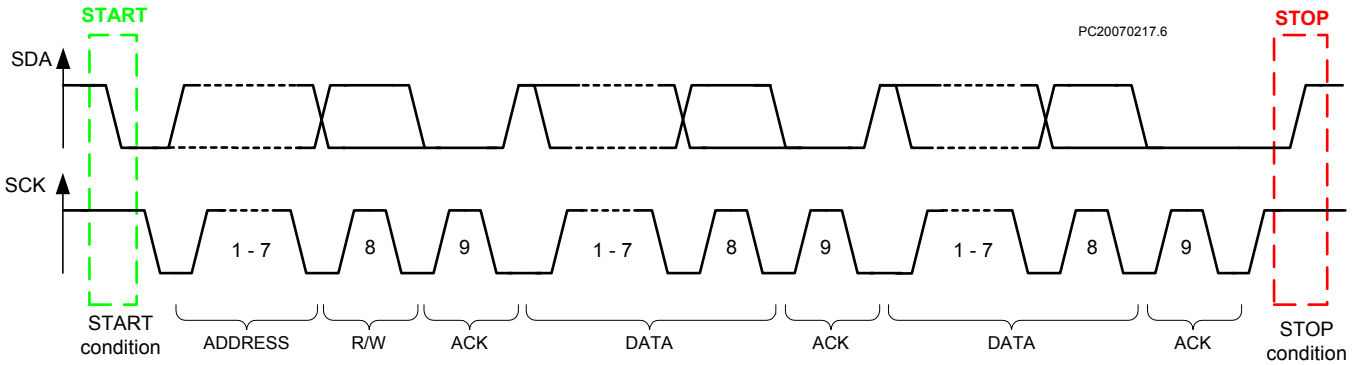

Figure 29: A Complete Data Transfer
Data transfers follow the format shown in Figure 29. After the START condition (S), a slave address is sent. This address is 7-bit long followed by an eighth bit which is a data direction bit (R/W) – a 'zero' indicates a transmission (WRITE), a 'one' indicates a request for data (READ). A data transfer is always terminated by a STOP condition (P) generated by the master.